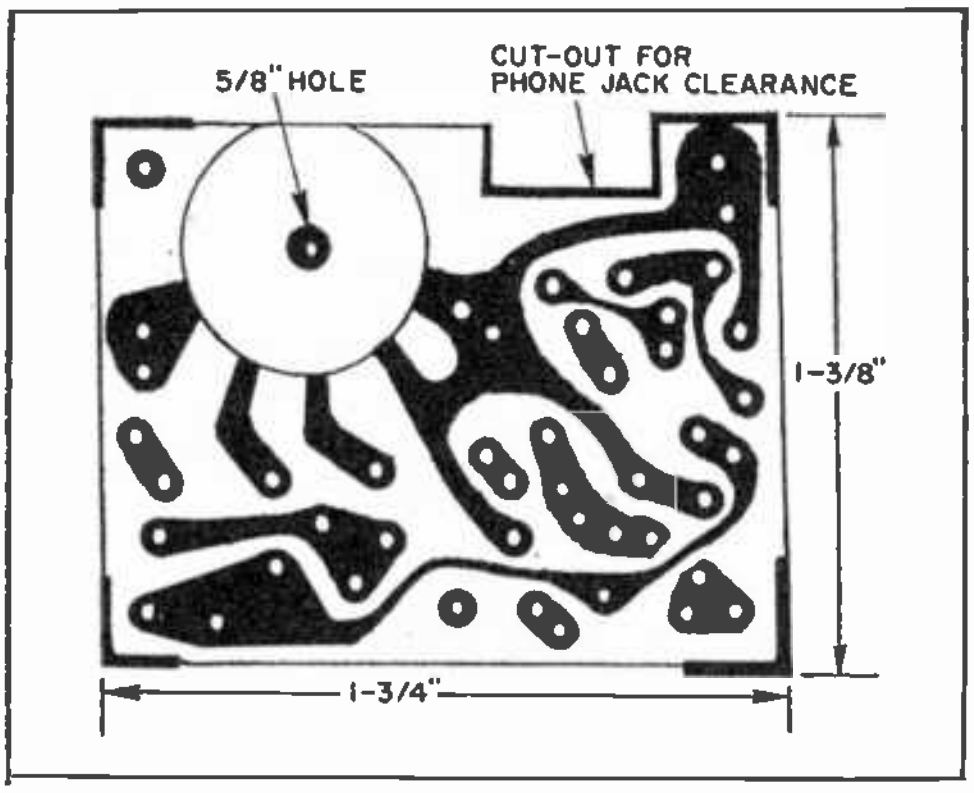

Fig. 2. Actual-size printed board. Potentiometer R9 (with S3 attached) is a printed circuit type (Lafayette 99 R 6019) and solders directly into board.
**Construction.** Layout of the printed board is shown in Figs. 2 and 3, while Fig. 4 illustrates the method of mounting used by the author. The printed board is secured to the bottom of the case with three *2-56*, ½"-long bolts, using nuts to space the board far enough away from the case to preclude any possibility of shorting components. Figure 4 also illustrates one method of mounting the battery.